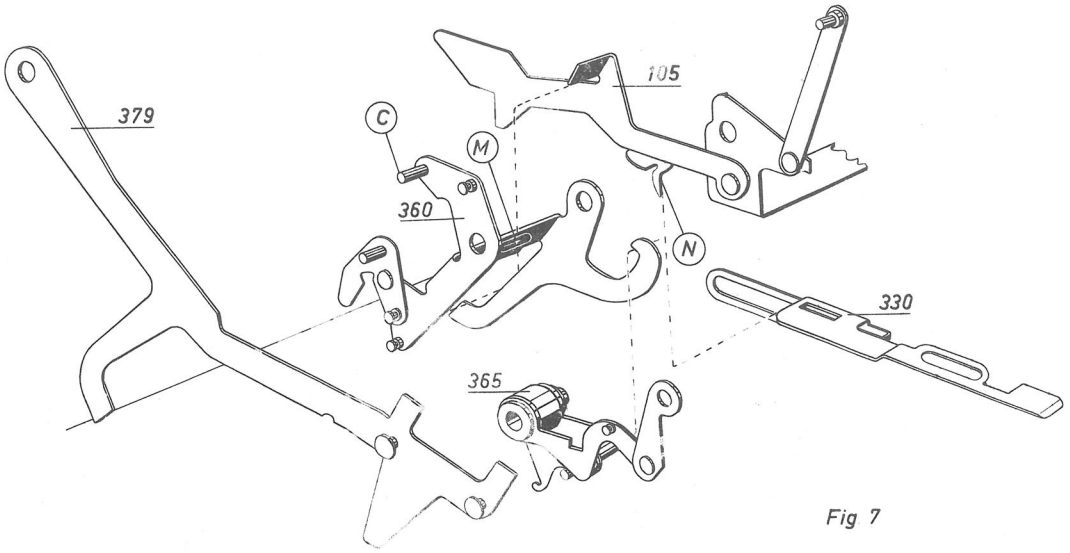

Fig 7
Um zu vermeiden, dass der automatische Zehnersprung vor Beendigung der letzten,einer M-Taste entsprechenden,M-Umdrehung arbeitet,wird der Hebel(105,Fig.7) vom unteren Haken des Starthalters (360) hochgehoben,wodurch die Nase N nicht mit der Zehnerkupplung (330) in Eingriff kommen kann. Erst bei Ablauf der letzten M-Umdrehung geht der Starthalter (360) in seine Ausgangslage zurück und gibt den Hebel (105) wieder frei. Der Hebel(105) fällt herunter und löst mit der Nase N über die Zehnerkupplung (330) einen aut. Zehnersprung aus.